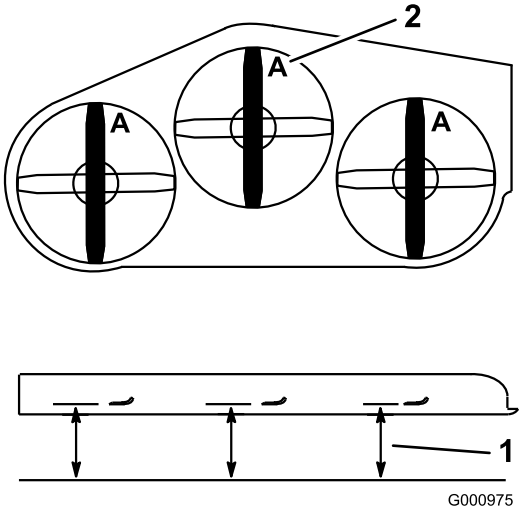

Figura 79
3. Gire las cuchillas hasta que los extremos estén orientados hacia adelante y hacia atrás. Mida desde una superficie nivelada hasta el filo de corte, posición **A**, de las cuchillas (Figura 79). Anote esta dimensión.